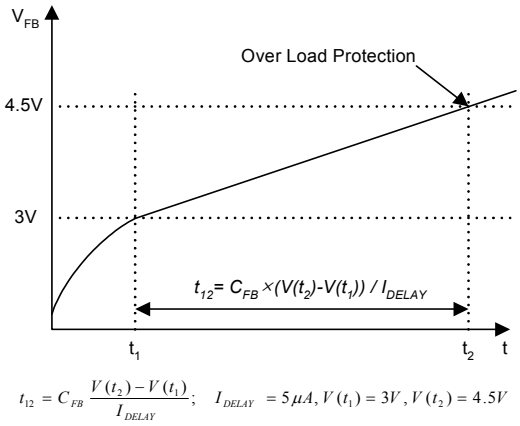

Figure 10. Over Load Protection (OLP)
4.1 Over Load Protection (OLP) : Overload is defined as the load current exceeding a pre-set level due to an unexpected event. In this situation, the protection circuit should be activated in order to protect the SMPS. However, even when the SMPS is operating normally, the over load protection (OLP) circuit can be activated during the load transition. In order to avoid this undesired operation, the OLP circuit is designed to be activated after a specified time to determine whether it is a transient situation or an overload situation. In conjunction with the Ipk current limit pin (if used) the current mode feedback path would limit the current in the Sense FET when the maximum PWM duty cycle is attained. If the output consumes more than this maximum power, the output voltage (Vo) decreases below its rating voltage. This reduces the current through the opto-coupler LED, which also reduces the opto-coupler transistor current, thus increasing the feedback voltage (V_{FB}). If V_{FB} exceeds 3V, the feedback input diode is blocked and the 5uA current source (I_{DELAY}) starts to charge Cfb slowly up to Vcc. In this condition, V_{FB} increases until it reaches 4.5V, when the switching operation is terminated as shown in Figure 10. The shutdown delay time is the time required to charge Cfb from 3V to 4.5V with 5uA current source.